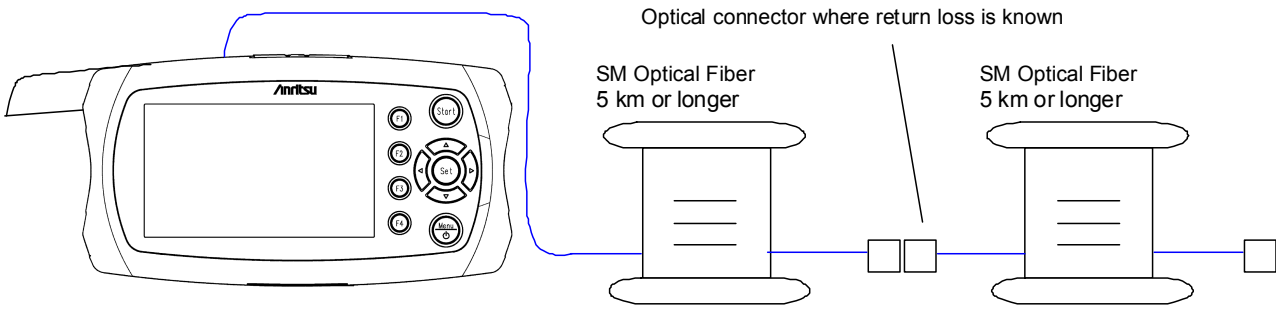

Figure 11.2.1-1 Backscatter Coefficient Level Calibration – Connection Diagram
1. Prepare an optical connector with a known return loss of R0 dB and connect it with an optical fiber to the main frame as shown in Figure 11.2.1-1.